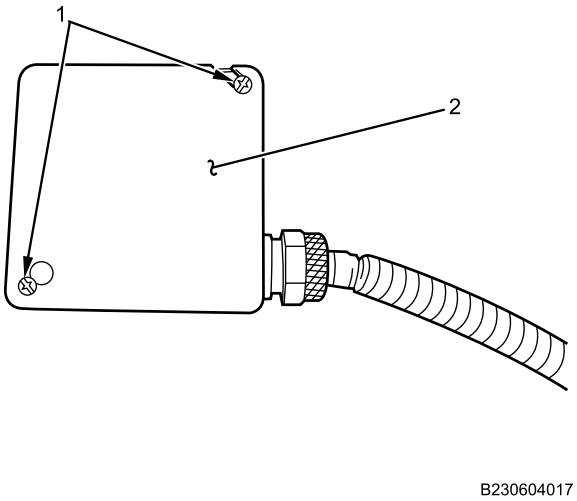

Figure 2. Junction Box Cover Screws.
2. Remove two screws (Figure 2, Item 1) from junction box cover (Figure 2, Item 2).